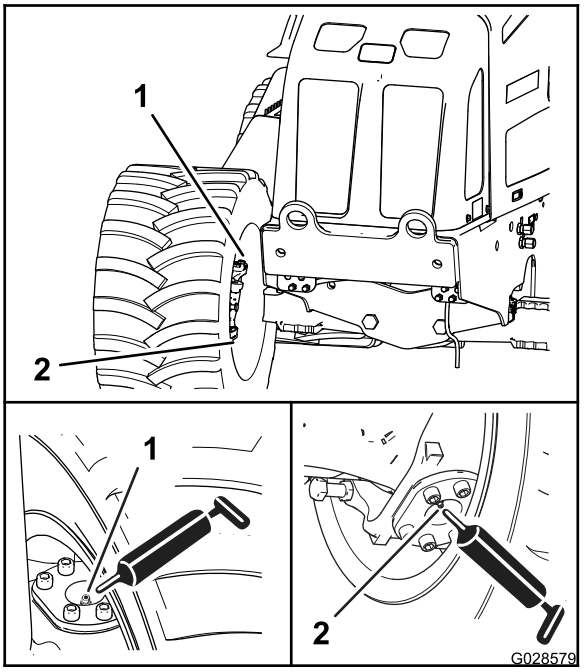
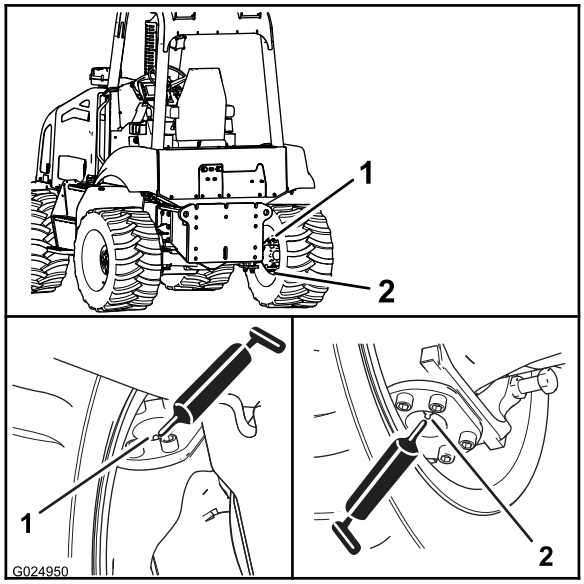

Рисунок 54
Рисунок 55
2. Подсоедините смазочный шприц к масленкам верхней и нижней осей поворота; введите консистентную смазку в каждую масленку, сделав 2-3 качания шприцом (Рисунок 54 и Рисунок 55).